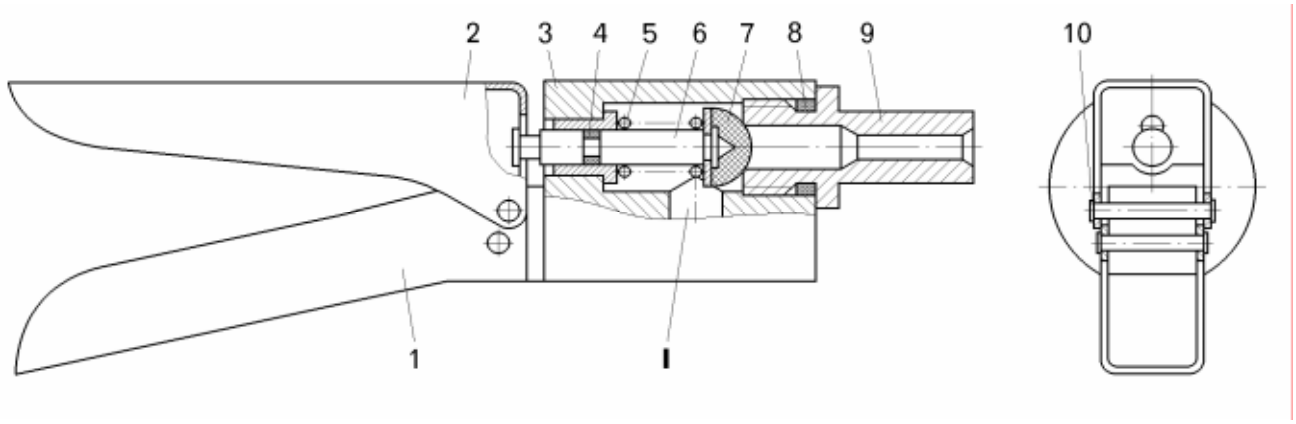

Рисунок 16.4 — Запорное устройство:
– высверлить штифт 10 (рисунок 16.4) верхнего рычага;